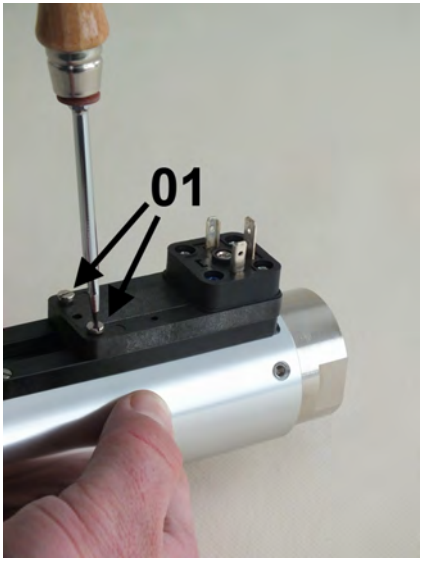

Abb. 56: Feststellschrauben lösen
3. Feststellschrauben (Abb. 56/01) des Schaltkontaktes mit einem Schlitzschraubendreher so weit lösen, dass es sich frei verschieben lässt
11. Feststellschrauben (Abb. 56/01) wieder anziehen, dabei Schrauben-Anziehdrehmoment einhalten (*Kapitel 11.1 „Schrauben-Anziehdrehmomente“ auf Seite 84*)